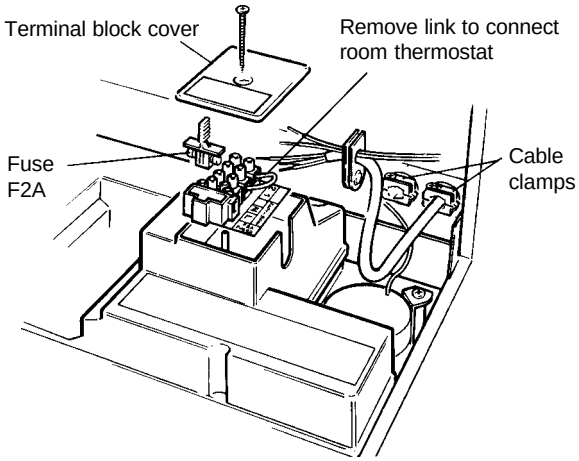

Fig. 14
4.8 CONNECT THE MAINS SUPPLY - Fig. 14
2. Remove the screw securing the terminal block cover from the back of the control box (see Fig. 14). Pass the mains supply cable through the cable clamp and connect as follows:- Brown to L, Blue to N and Green/Yellow to ⏚. Ensure correct polarity.